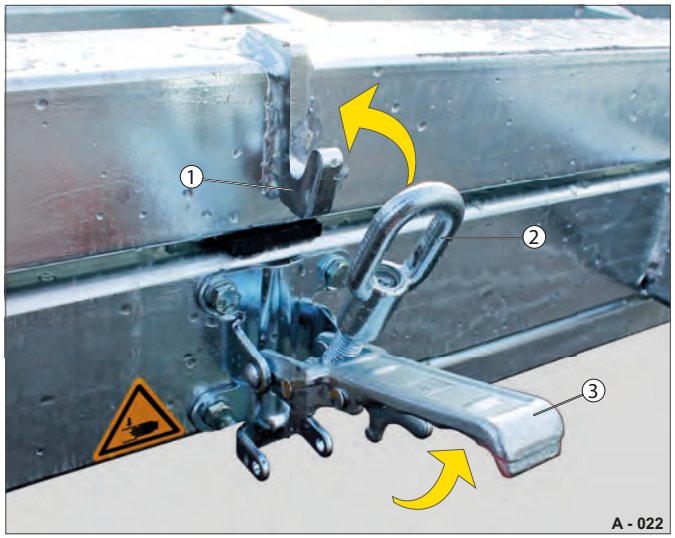

Fig. 13 Excenterlukning låst op
▶ Løft lukkehåndtaget (Fig. 13 /3).
▶ Sæt øjet (Fig. 13 /2) på krogen (Fig. 13 /1).